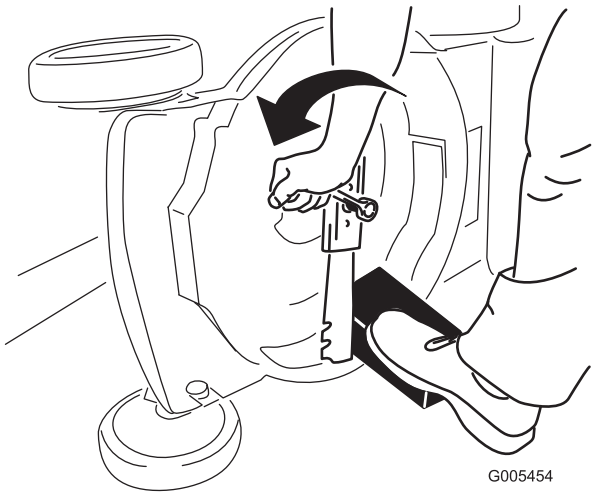

Bild 36
3. Stabilisieren Sie das Messer mit einem Holzblock (Bild 36).
4. Nehmen Sie das Messer ab und bewahren Sie alle Befestigungsschrauben auf (Bild 36).